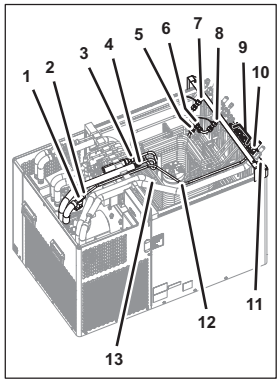

Fig. 63
11. Disconnect the coupling (Fig. 63/5) from the T-fitting (Fig. 63/6) of the soda water circulation line (return) (Fig. 63/7 and 8).
12. Disconnect the additional syrup connections (Fig. 63/9) from the connecting plate (Fig. 63/11).
13. Disconnect the coupling (Fig. 63/10) of Water-IN line 2 (Fig. 63/12) from the connecting plate (Fig. 63/11).
14. Disconnect Water-IN line 2 (Fig. 63/12) from the push-in fitting (Fig. 63/2) of the water inlet valve (Fig. 63/1).
15. Lift Water-IN line 2 (Fig. 63/12) out of the unit.
16. Disconnect the connecting line of carbonator pump 1 from the pre-cooling coil 1 of the coupling (Fig. 63/13).
17. Disconnect the connecting line of carbonator pump 2 from the pre-cooling coil 2 of the coupling (Fig. 63/4).
18. Disconnect the coupling (Fig. 63/3) from the soda water line to the circulation pump from the T-fitting.
29. Attach the coupling (Fig. 63/4) from the soda water line to the circulation pump to the T-fitting.
30. Attach the connecting line from carbonator pump 2 to pre-cooling coil 2 to the coupling (Fig. 63/3).
31. Attach the connecting line from carbonator pump 1 to pre-cooling coil 1 to the coupling (Fig. 63/13).
32. Position Water-IN line 2 (Fig. 63/12) within the unit.
33. Attach Water-IN line 2 (Fig. 63/12) to the push-in fitting (Fig. 63/2) of the water inlet valve (Fig. 63/1).
34. Attach the coupling (Fig. 63/10) of Water-IN line 2 (Fig. 63/12) to the connecting plate (Fig. 63/11).
35. Attach the additional syrup connections (Fig. 63/9) to the connecting plate (Fig. 63/11).
36. Attach the coupling (Fig. 63/5) to the T-fitting (Fig. 63/7) of the soda water circulation line (return) (Fig. 63/6 and 8).